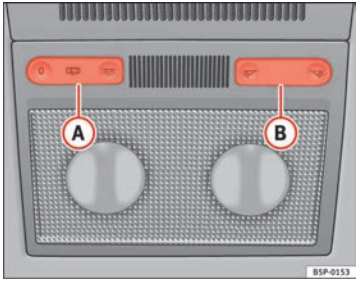

Fig. 79 Interior roof trim: front interior lights
The switch (A) ⇒ fig. 79 is used to select the following positions:
Push the switch to position O ⇒ fig. 79.